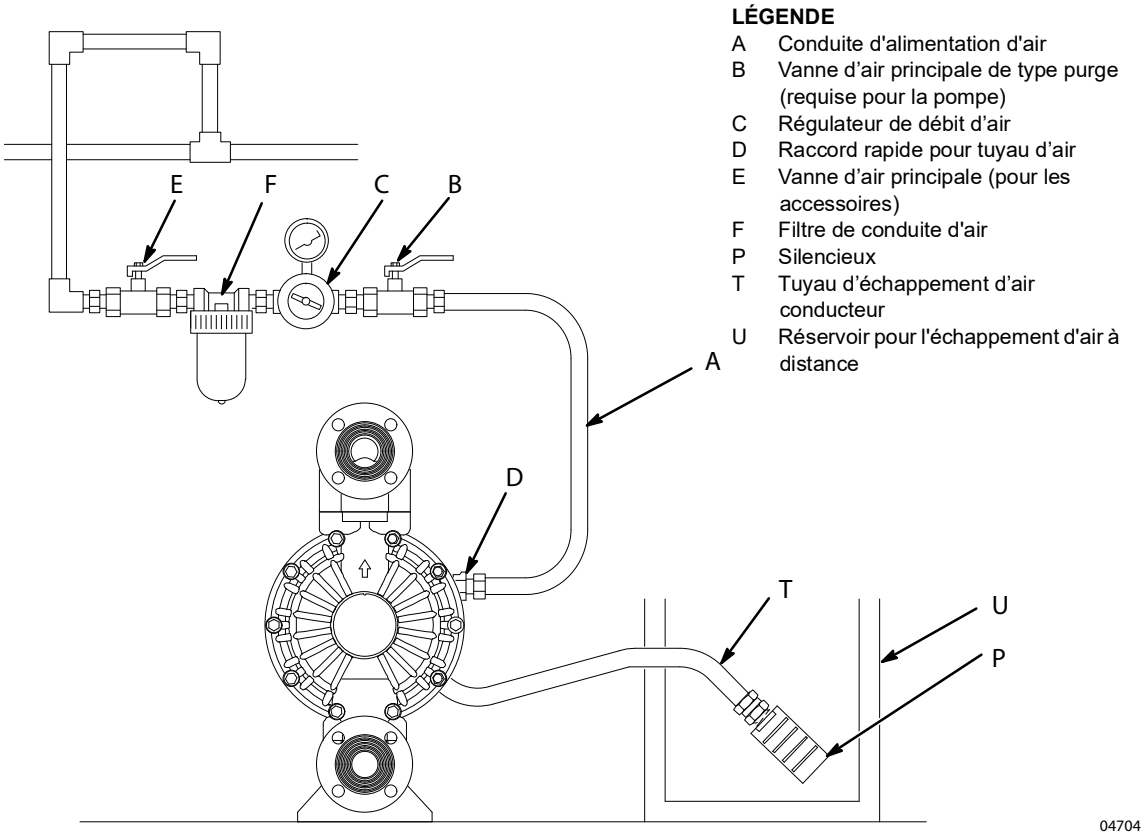

Fig. 6.
Une membrane défectueuse fera que le produit qui est en train d'être pompé sera évacué ensemble avec l'air par l'échappement. Placer un réservoir approprié à l'extrémité de la conduite d'échappement d'air pour récupérer le produit. Voir FIG. 6.
1. Retirer le silencieux (P) de l'orifice de l'échappement d'air de la pompe.
2. Placer un tuyau d'échappement d'air conducteur (T) et raccorder le silencieux (P) sur l'autre extrémité du tuyau. La taille minimale du diamètre intérieur du tuyau d'échappement d'air est de 19 mm (3/4 po.). S'il faut un tuyau plus long que 4,5 m (15 pi), utiliser un tuyau avec un plus grand diamètre. Éviter les angles trop aigus et les nœuds dans le tuyau. Voir FIG. 6.
3. Placer un réservoir (U) à l'extrémité de la conduite d'échappement d'air pour récupérer le produit en cas de rupture d'une membrane.